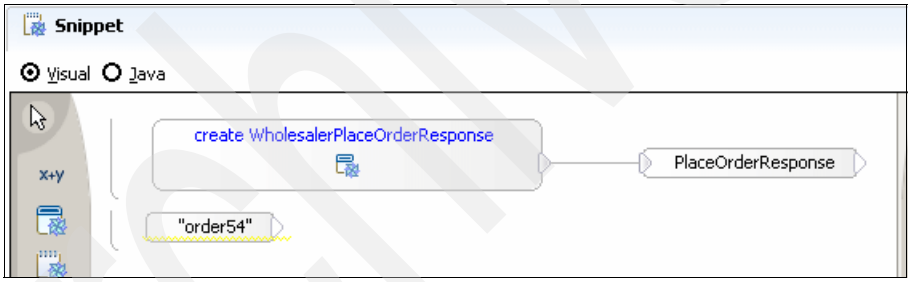

Figure A-44 Adding the Expression to the Visual Snippet Editor canvas
i. Click the **Expression** activity on the canvas and type **"**`order54`**"** (including the quotation marks; see Figure A-44). Alternatively you can select **String** in the visual assist menu and type `order54` (without the quotation marks).